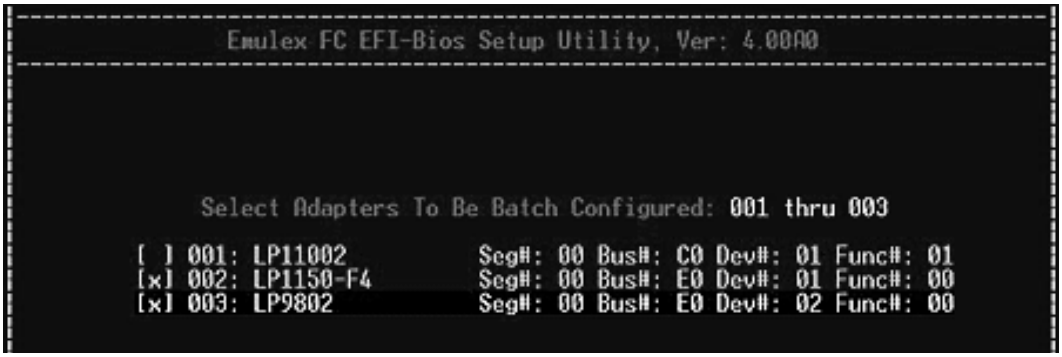

Figure 54: Select Adapters to be Batch Configured listing screen
3. Use the up and down arrows on your keyboard to select the source adapter for the configuration and press **<Enter>**. A menu of all adapters in your system, except the source adapter, is displayed (Figure 54).
3. Enter the directory path and file name and press **<Enter>**. A list of the adapters in the system is displayed (Figure 54).